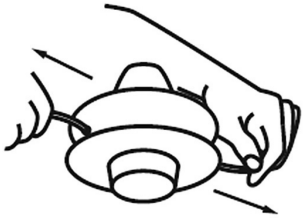

Рис. 16 Фиксация корда
4. Потяните за концы корда в противоположные стороны (Рис. 16).